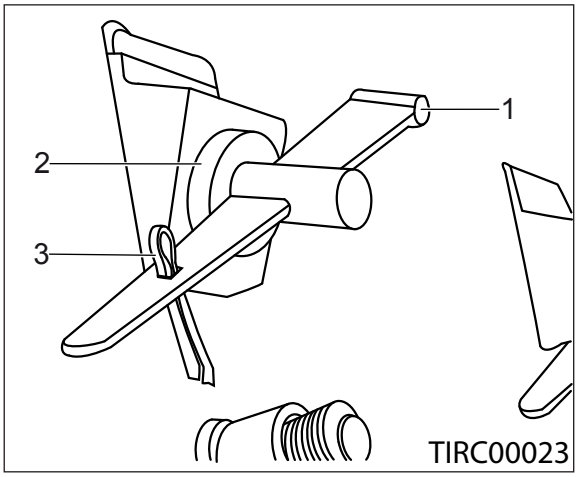

Figure 9.15 - Mesh Clamps and Quick Release Pins
9. Remove the retaining pins (Item 3), Reference: Figure 9.15.